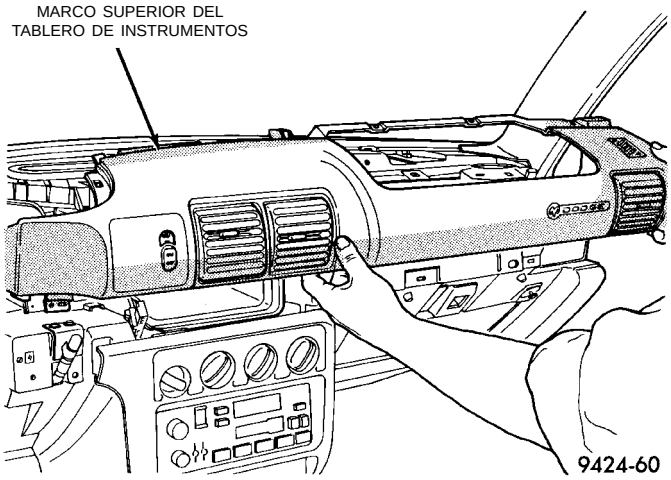

Fig. 38 Desmontaje del marco
(1) Retire el panel superior del cubretablero del tablero de instrumentos.
(2) Retire el marco superior derecho del tablero de instrumentos (Fig. 38).